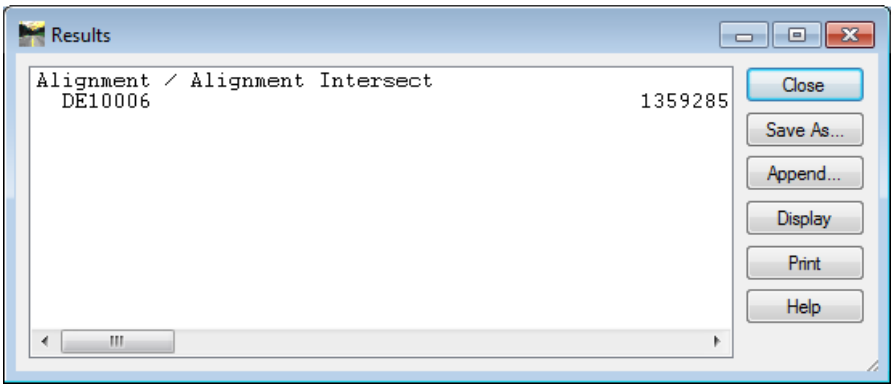

Figure L3-25 Results
31.	• Click **Accept**. The **Results** dialog opens as shown in *Figure L3-25*. • Review the **Results** dialog and then click **Close**. • Click **Close** to close the **Intersection** dialog. *Cogo Point DE10006 is stored.*